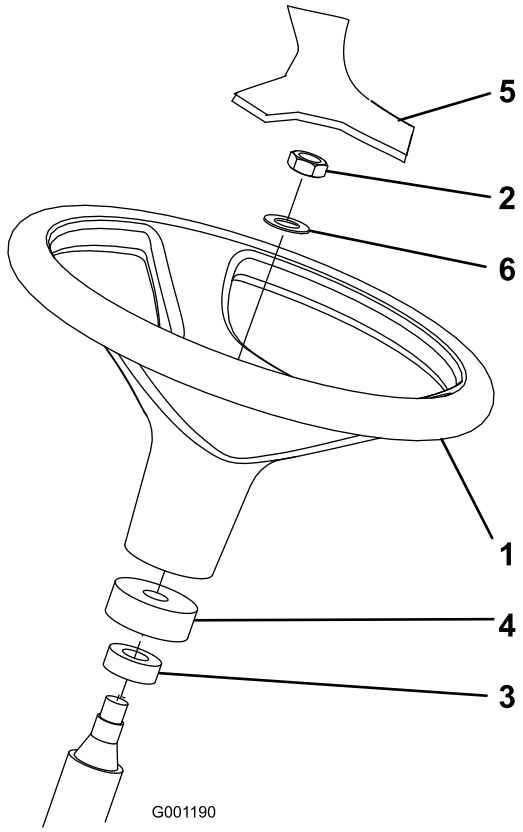

Figur 3
2. Fjern kontramøtrikken og skiven fra ratakslen. Kontroller, at skumkraven og støvringen forbliver på ratakslen (Figur 3).
3. Skub rattet og skiven på ratakslen (Figur 3).
5. Monter dækslet på rattet (Figur 3).